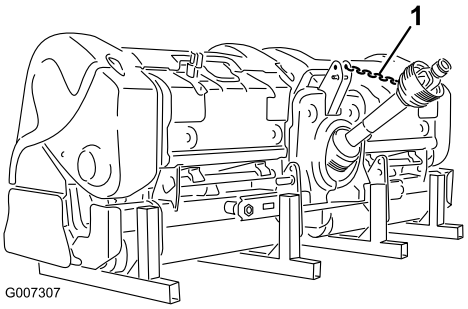

**Figur 40**
12. Kobl kraftudtagets tandhjul til kraftudtagets afskærmning for at forhindre kraftudtagsakslen i at berøre jorden (Figur 40).